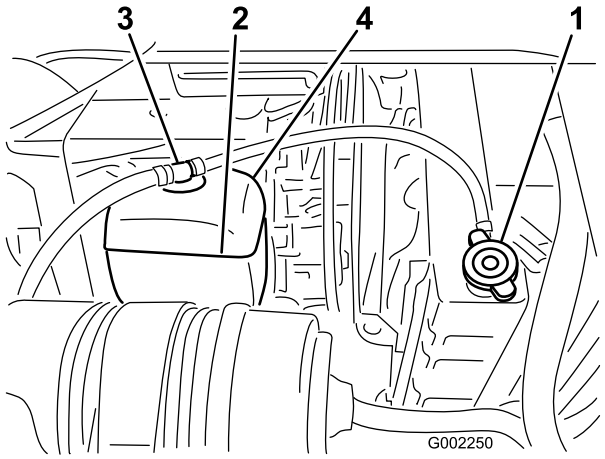

Figur 51
3. Afmonter forsigtigt kølerdækslet og ekspansionsbeholderens dæksel (Figur 51).